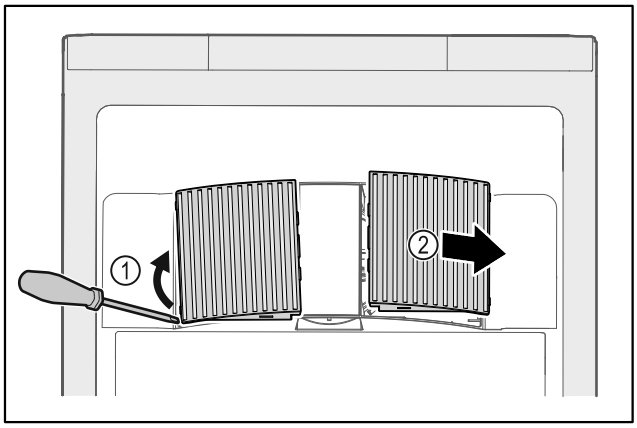

Fig. 104
- ▶ Abrir cuidadosamente las cubiertas del ventilador haciendo palanca por un lado *Fig. 104 (1)* y retirarlas hacia delante *Fig. 104 (2)*.